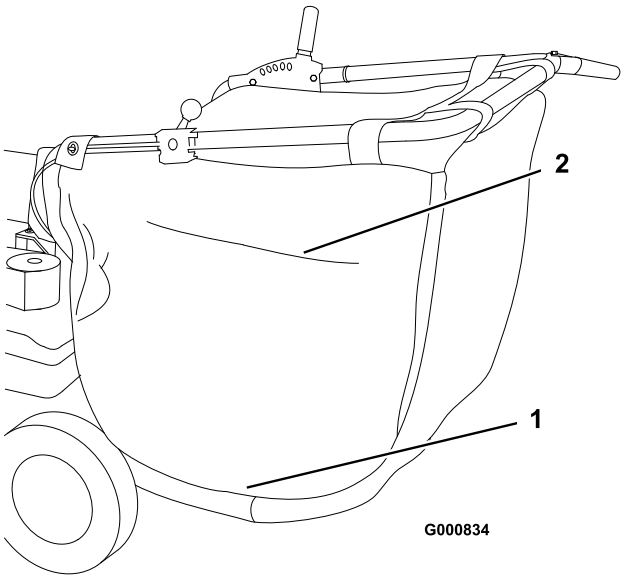

Figur 19
3. Dra upp dragkedjan på sidan av uppsamlaren och töm ut innehållet (Figur 19).
Uppsamlaren har en ventilationsöppning med dragkedja (Figur 19). Vid vakuumsugning av ett område som i princip är dammfritt kan du öppna ventilationsöppningen så att luften kan cirkulera. Stäng öppningen vid vakuumsugning av dammiga ytor.